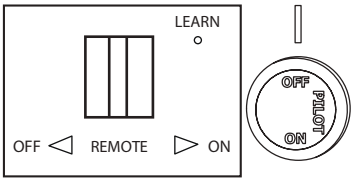

Fig. 17 - Receiver & Control Knob
• Set receiver switch to “ON” position (See Fig. 17).
3. Turn control knob clockwise to the “OFF” position (See Fig. 17).
4. Wait five (5) minutes to clear out any gas. Then smell for gas, including near the floo . If you smell gas, STOP! Follow “B” in the safety information on the page before this. If you don’t smell gas, go to the next step.
5. Push in slightly and turn control knob counterclockwise to the “PILOT” position (See Fig. 17). Depress control knob.